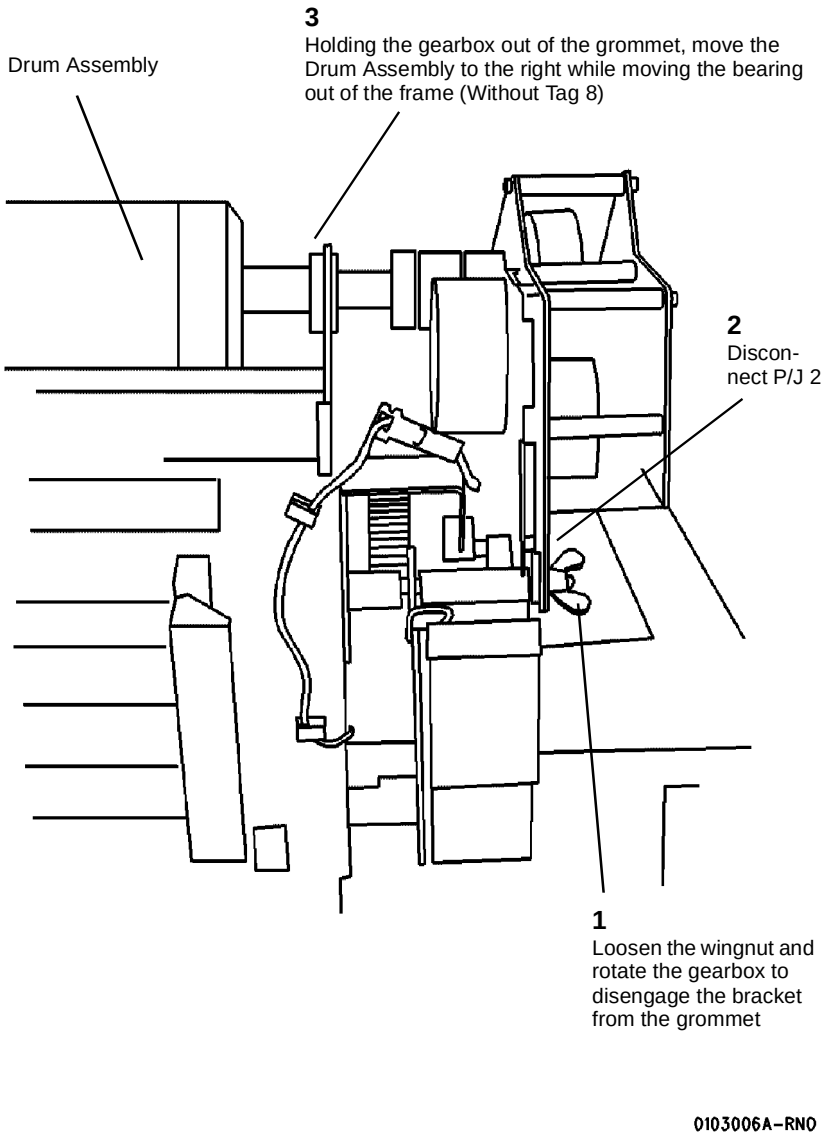

**Figure 4 Moving the Bearing (Right Side)**
8. (Figure 4): Move the bearing out of the Xerographic Module Frame (Right Side).